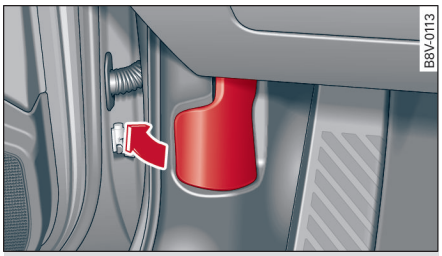

图 202 驾驶员侧脚部空间局部视图：开锁杆
- ▶ 按箭头方向拉动仪表板下面的手柄 ⇨ *图 202*。